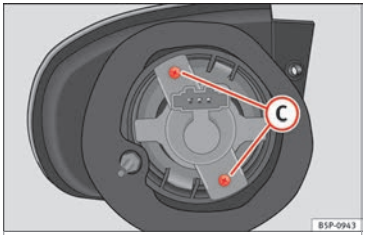

Fig. 186 Turn signal light.
– Unscrew the bolts ››› **Fig. 186** (C) from the bulb holder and pull on this.